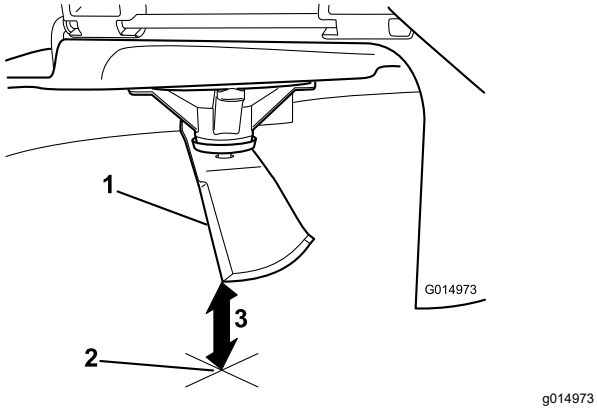

Figur 62
5. Mål fra knivtuppen til den flate overflaten (Figur 62).